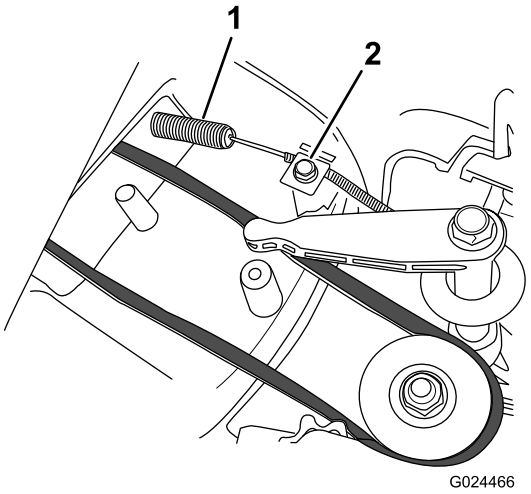

Rysunek 30
2. Zamontuj nową linkę hamulca ostrza, ale nie dokręcaj zacisku linki w górnej części obudowy kosiarki (Rysunek 30).